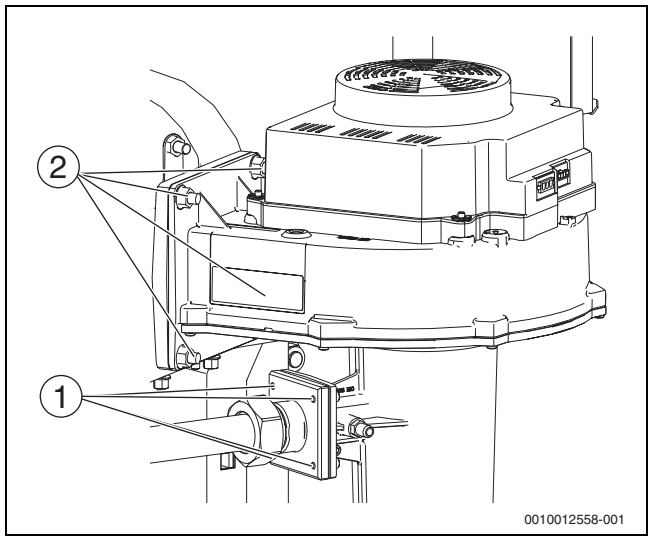

Bild 65 Gebläse ausbauen (Kesselgröße 200-300 kW)
- ▶ Gemischflansch durch entfernen der 4 Muttern am Venturi abschrauben (→ Bild 65, [1]).
- ▶ 4 Sechskant-Muttern am Gemischkrümmer entfernen (→Bild 65).
- ▶ Gebläse durch entfernen der 4 Muttern am Gemischkrümmer abschrauben (→ Bild 65, [2]).